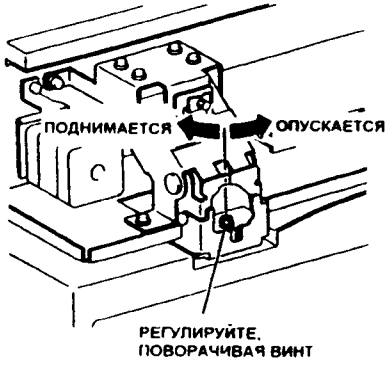

Рис. 3 DUP4-066
2. (Рис. 3): Закройте DADF и, вращая регулировочный винт, отрегулируйте зазор между боковой направляющей стекла экспонирования и каркасом узла ремня оригинала.